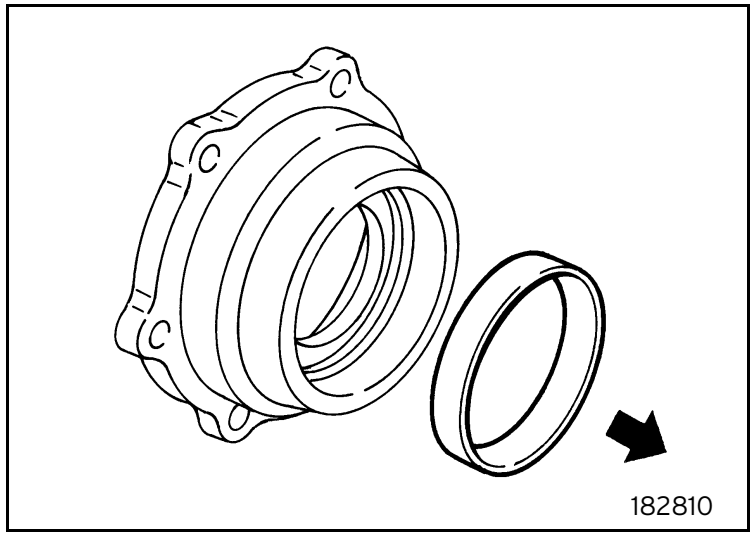

Fig. 10
- Warm up the bearing pre-load flange with a blowpipe to remove the roller bearing outer race (figure 10).